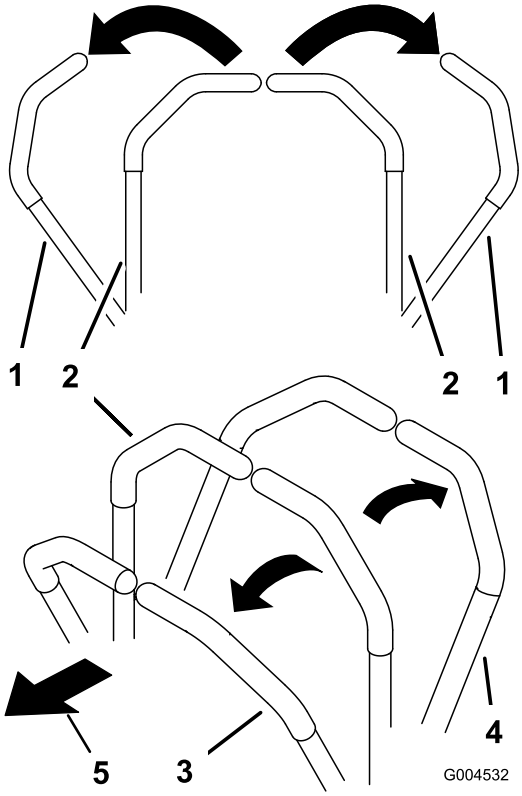

Figuur 18
1. Zet de rijhendels (Figuur 18) in de vergrendelde neutraalstand.
- Om recht vooruit te rijden, duwt u de rijhendels naar voren (Figuur 18).
- Om recht achteruit te rijden, trekt u de rijhendels langzaam naar achteren (Figuur 18).
- Als u een bocht wilt maken, vermindert u vaart door beide hendels naar achteren te trekken en duwt u vervolgens de hendel aan de kant tegengesteld aan de richting die u wilt inslaan, naar voren (Figuur 18).